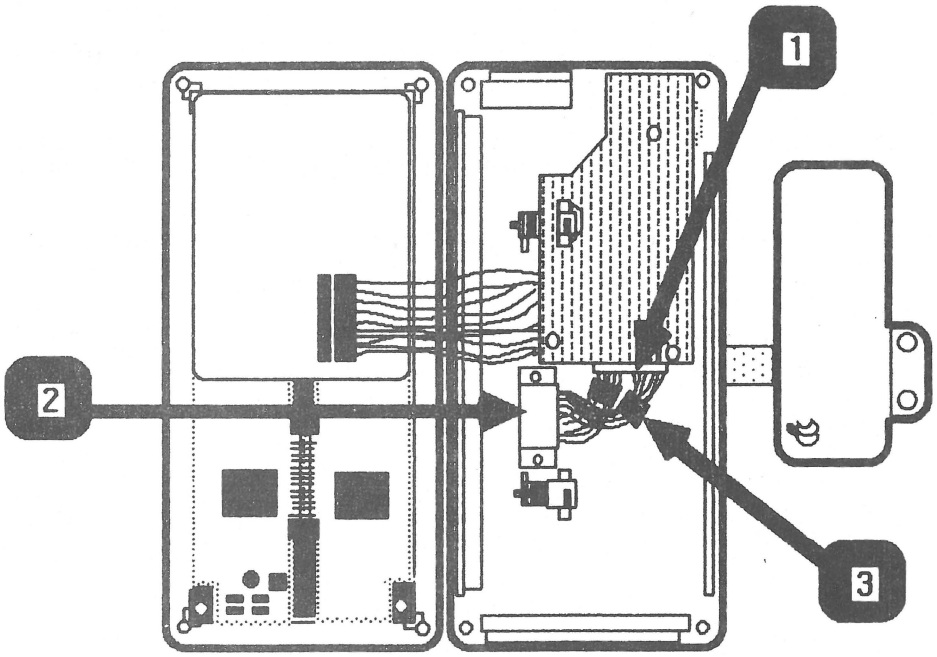

FIGURE 11
3. Disconnect the ribbon cable connector (Figure 11, #1) from the contrast card.
4. Remove the two Phillips screws which secure the ribbon cable clamp (Figure 11, #2) to the Flat Panel Display case. Lift the clamp off the plastic alignment posts.
IMPORTANT: IF THERE ARE TWO TOROID RINGS ON THE RIBBON CABLE AS SHOWN IN THE FIGURE 11, #3, CAREFULLY SQUEEZE THE RINGS (ONE AT A TIME) WITH A PAIR OF PLIERS UNTIL THE RINGS BREAK OFF THE CABLE.